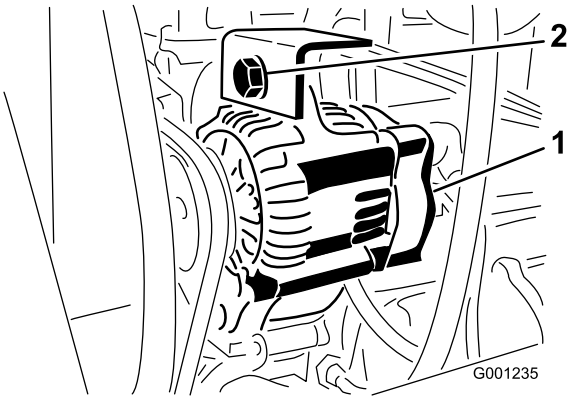

**Figur 77**
2. Lossa fästskruven till generatorn (Figur 77)
3. Öka eller minska generatorremmens spänning och dra åt fästbulten (Figur 77).